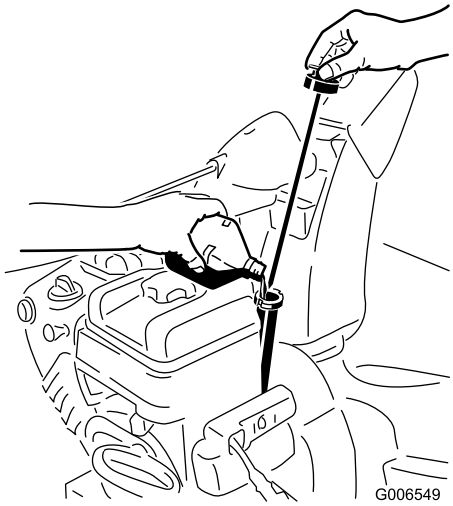

**Figur 41**
2. Ta ut oljestickan och kontrollera oljenivån (Figur 41). Fyll på olja om oljenivån ligger under markeringen ”Add” på stickan. Se avsnittet Fylla på olja i motorn.